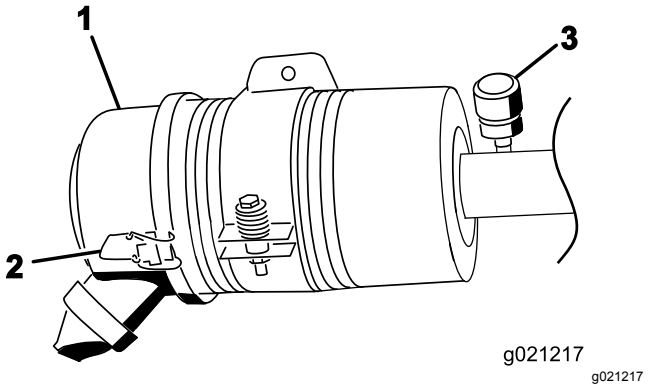

Figur 80
Overhal filteret på luftrenseren kun når indikatoren tilsier det (Figur 80). Hvis du skifter filteret før det er nødvendig, øker det bare risikoen for at smuss kommer inn i motoren når du fjerner filteret.
2. Utløs låsene som fester luftrenserdekslet til luftrenserhuset (Figur 80).